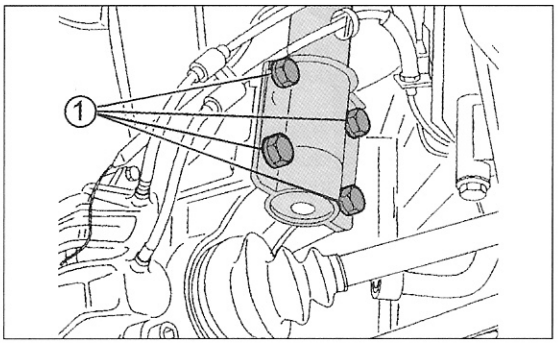

Bild 223
- Die vier Schrauben an der Unterseite der Federbeinbefestigung entfernen. Diese sind in Bild 223 mit den Pfeilen gezeigt.